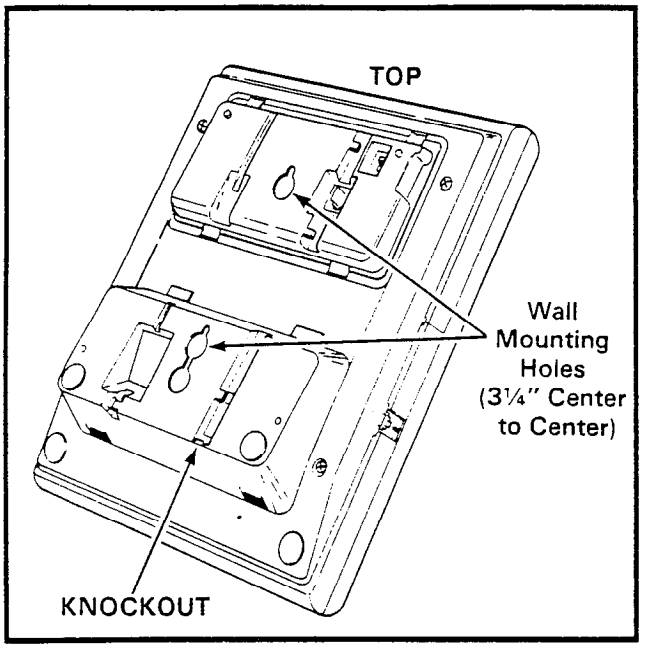

FIGURE 21—EKT MOUNTING HOLES
3) Secure the unit to the desired wall site. (Use dimensions shown in Figure 21 to position the unit.)